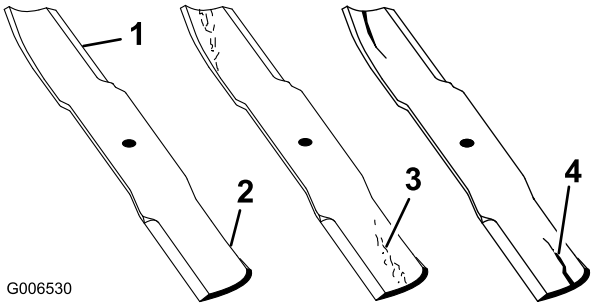

Figur 82
1. Efterse skærekanterne (Figur 82).
2. Efterse knivene, især det buede område (Figur 82).
Hvis kniven er beskadiget eller slidt, eller hvis der er antydning af en revne i dette område (Figur 82), skal du straks montere en ny kniv.